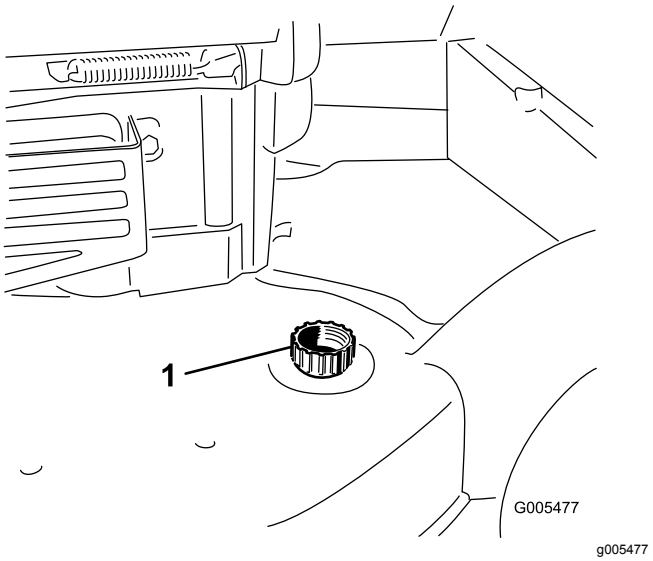

**Rysunek 45**
3. Podłącz wąż ogrodowy z wodą do złącza czyszczenia (Rysunek 45).